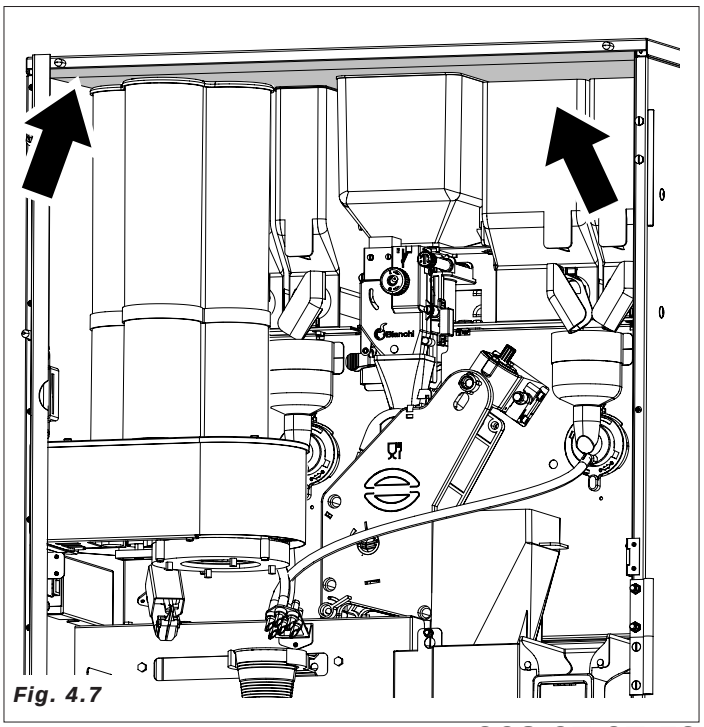

Fig. 4.7
- quitar el porespán que bloquea los contenedores de producto *(Fig.4.7)*